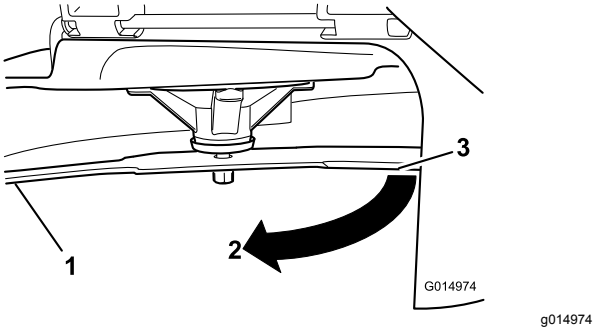

Figur 65
3. Målt avstand mellom blad og overflate (A)
4. Roter den samme kniven 180 grader så den motsatte kniveggen nå er i samme stilling (Figur 65).